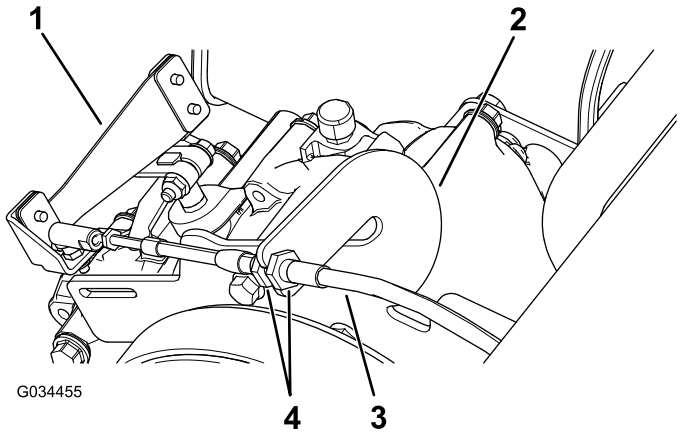

Figur 61
1. Lossa växelvajerns kontramuttrar och justera dem efter behov (Figur 61).
2. Kontrollera att växelväljaren kan flyttas till de tre olika lägena och att växelspaken (Figur 61) flyttas som den ska när du byter växel. Se Växelväljare och växelindikator (sida 13).